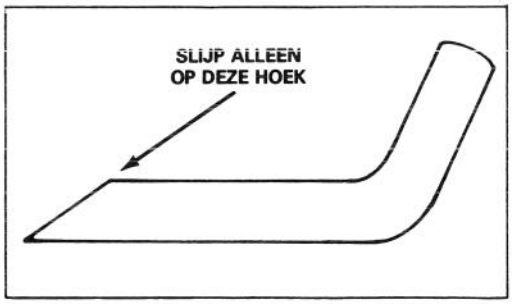

Afbeelding 14
6. SLIJPEN VAN HET MES — Slijp de bovenkant van het mes met een vijl en behoud de oorspronkelijke snijhoek (Afb. 14). Het mes blijft in balans, wanneer van beide snijkanten eenzelfde hoeveelheid wordt weggeslepen.